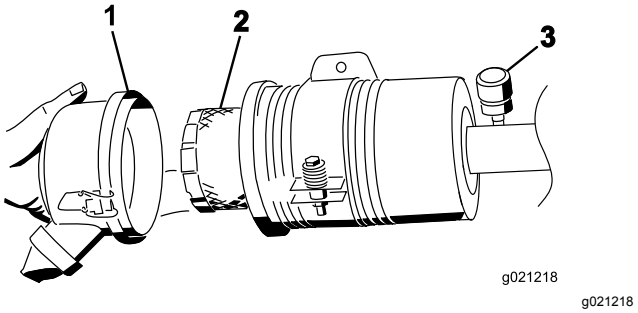

**Figur 73**
4. Ta bort och byt ut filtret (Figur 73).